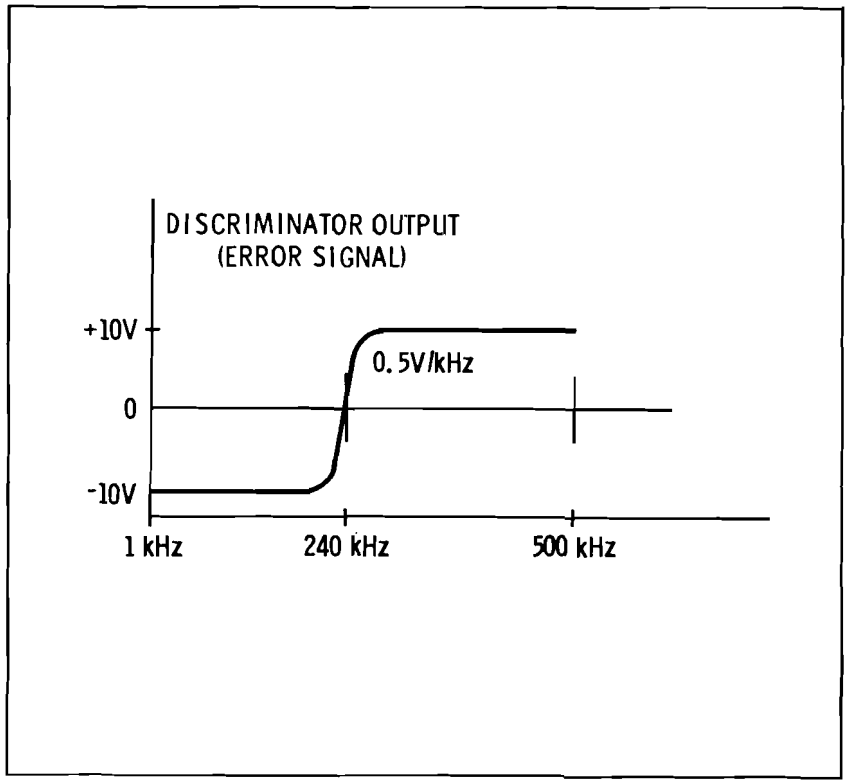

Figure 8-43. Discriminator Output Error Signal
EXCLUSIVE OR (K) .A1U2 is a quadruple NAND gate integrated circuit connected as an EXCLUSIVE OR circuit. Its output is high when the two inputs are different, and low when they are the same. The output of the EXCLUSIVE OR circuit at A1TP3 has a dc component with an average value that is a function of frequency (see Figure 8-43).
Pulse Width Controlled Voltage Generator (L) .The output of the EXCLUSIVE OR circuit is applied through A1Q9, A1Q8, and associated circuitry where the signal is buffered, offset, and filtered. Q9 and Q8 are connected as a dc-coupled differential amplifier. The error output signal is a dc voltage related to frequency as indicated in Figure 8.43. Immediately after the YTO (first LO) is stabilized, the ERROR signal will be approximately 0 Vdc. Now if the YTO is increased in frequency because of drift or noise, the ERROR signal will go negative and bring the YTO back to very nearly the same frequency. If the YTO is decreased in frequency, the ERROR signal will go positive. Slightly tuning the coarse TUNING control will have the same effect. R30 and C17 constitute a low pass filter.
proaching 500 kHz they should be nearly 180 degrees out of phase. Also note how the average value of the EXCLUSIVE OR output at A1TP3 increases as the oscillator frequency is increased (see Figure 8-43).